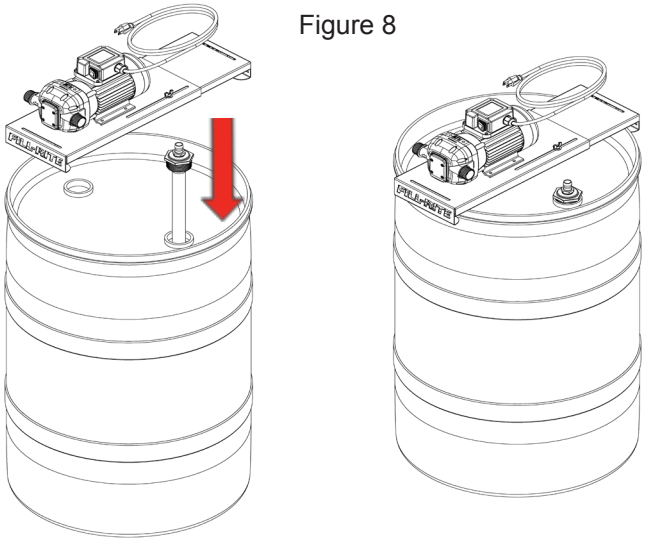

Figure 8
2. Adjust length of suction tube to reach within 2” of the bottom of drum once tightened into bung adapter. Insert Drum Suction Tube (sold seperately, item 6, page12). Place Pump with Drum Bracket over drum lip. Compress sliding bracket to securely wrap around drum lip. Secure bracket by tightening wing nuts (Figure 8).